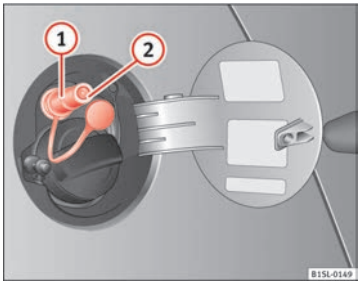

Fig. 111 Trappe à carburant ouverte : goulot de remplissage de gaz ①, serrure du goulot de remplissage ②. ▶
- Enlevez le bouchon du goulot de remplissage de gaz ⇒fig. 111 (1).